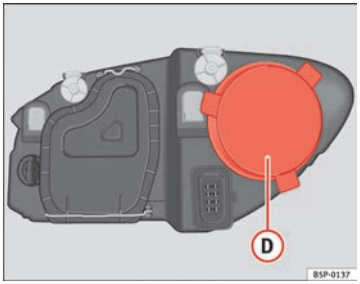

Fig. 168 Side lights
– Remove the cover ⇒ fig. 168 (D) by pulling on this.